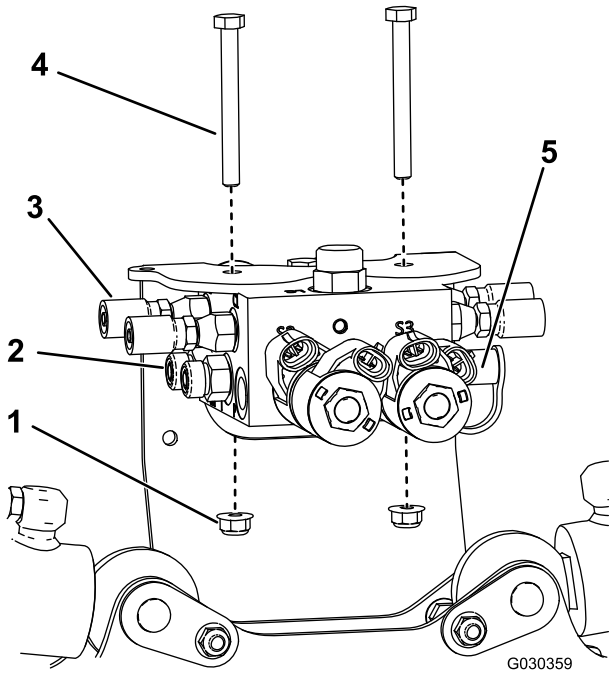

Figur 5
8. Monter hydraulikfittingerne i portene C1 til C4 i den nye hydrauliske manifoldblok (Figur 5).
9. Monter de to hydraulikforbindelser og målerstudsen på den nye hydrauliske manifoldblok (Figur 5).
10. Monter den nye hydrauliske manifoldblok på ventilmonteringsbeslaget ved hjælp af de to bolte (5/16 x 3 tommer) og to låsemøtrikker (5/16 tomme), som du fjernede tidligere (Figur 5).